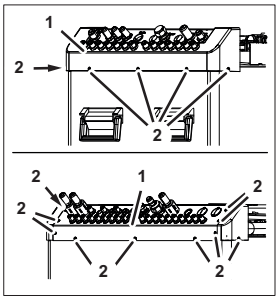

Fig. 29
1. Disconnect all tubes and lines from the relevant connecting plate (Fig. 29/1).
2. Remove the relevant fastening bolt(s) (Fig. 29/2) from the relevant connecting plate (Fig. 29/1).
3. Lift off the relevant connecting plate (Fig. 29/1).
4. Position the new connecting plate (Fig. 29/1) on the unit.
5. Attach the relevant connecting plate (Fig. 29/1) using the relevant fastening bolts (Fig. 29/2).
6. Connect all lines and tubes to the relevant connecting plate (Fig. 29/1) using quick disconnect couplings.